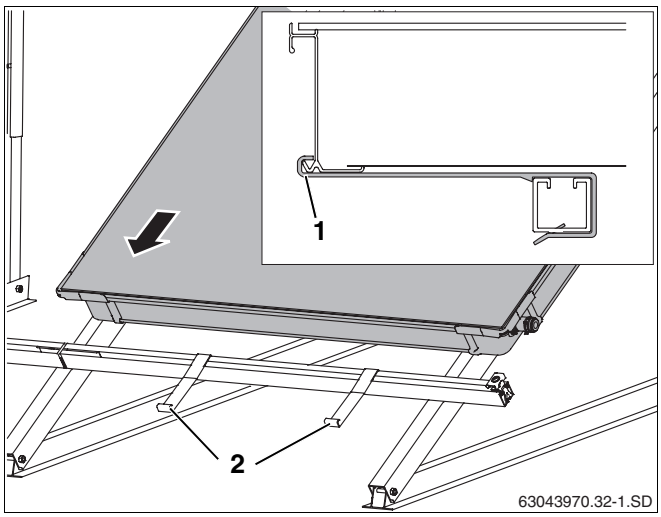

Abb. 46 Ersten Kollektor auf die Profilschienen legen
- Den ersten Kollektor auf die Profilschienen legen und in die Abrutschsicherungen (Abb. 46, **Pos. 2**) gleiten lassen (Abb. 46).
Die untere Kollektorkante muss in der Öffnung der Abrutschsicherung liegen (Abb. 46, **Pos. 1**).